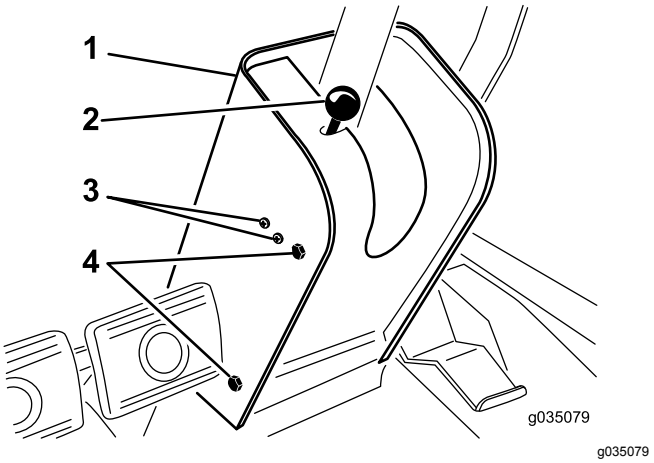

Figuur 70
2. Verwijder de knop van de parkeerremstang en de schroeven van de kap van de stuurkolom (Figuur 70).
4. Maak de schroeven en moeren los waarmee de parkeerremschakelaar is gemonteerd aan de linkerkant van de stuurkolom (Figuur 70).